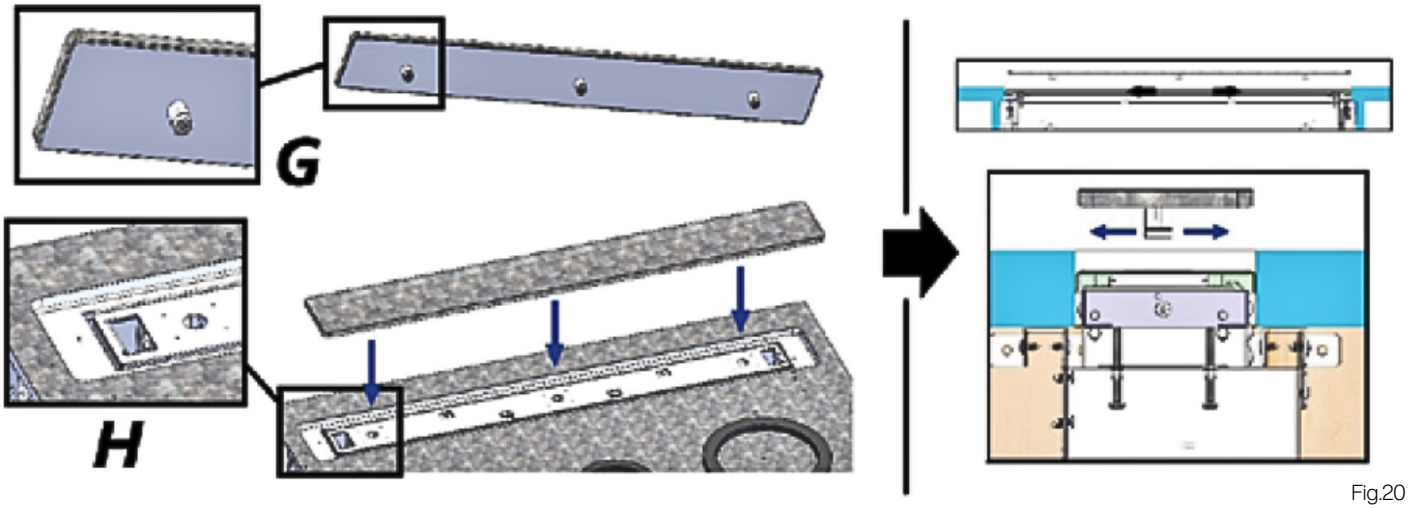

Fig.20
To determine the correct line-up of the downdraft, place the part inside the rectangular niche, making the magnets (G) coincide with the seat (H) and check that the two surfaces are perfectly at the same level (Fig.20)